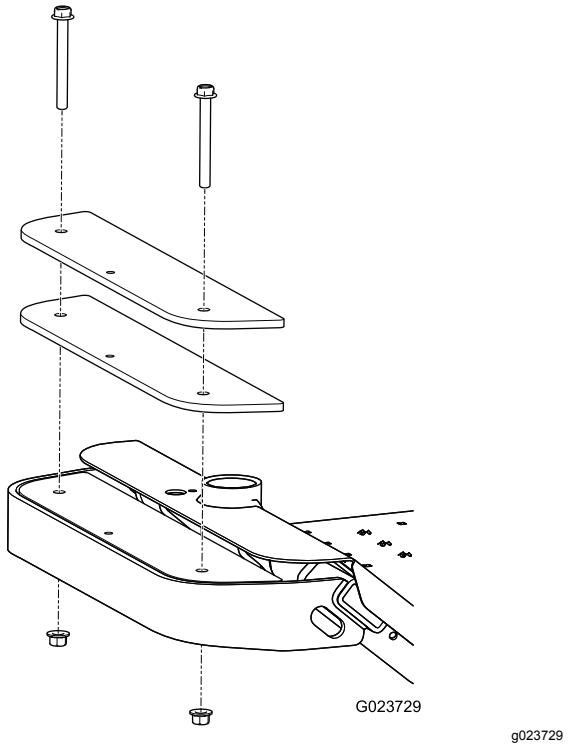

Figuur 12
1. Verwijder de 2 bouten en 2 moeren waarmee de oude gewichten aan de voorkant van de machine zijn bevestigd (Figuur 12).